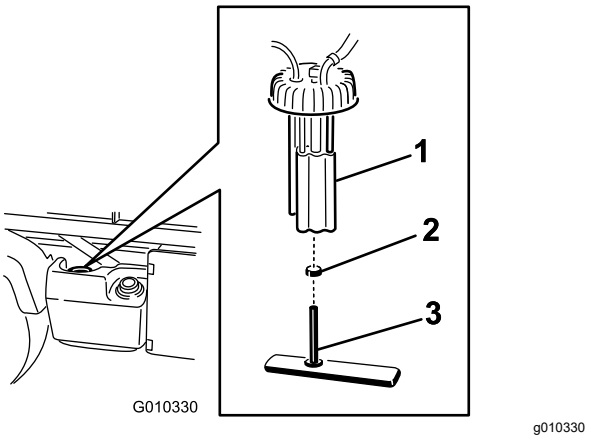

Figur 39
2. Tag ledningsnetstikkene ud af brændstofpumpen (Figur 39).
3. Løsn slangeklemmen, og frakobl brændstofrøret fra brændstofpumpedækslet (Figur 39).
4. Fjern brændstofpumpedækslet øverst på brændstoftanken (Figur 39).
5. Tag brændstofpumpesamlingen og brændstoffilteret af tanken (Figur 39).
7. Fjern slangen fra monteringen (Figur 39).